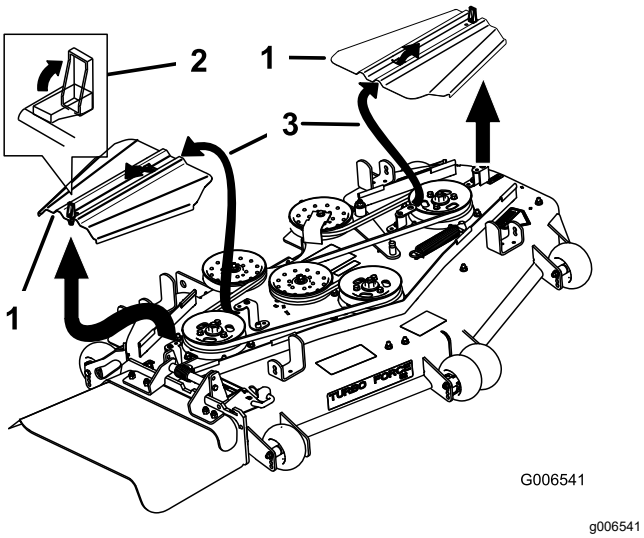

Figuur 82
5. Verwijder de aandrijfriemkappen (Figuur 82).